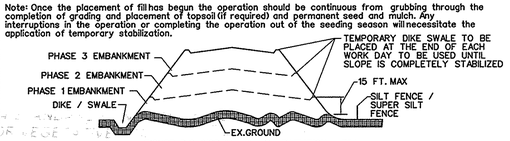

FIGURE B.2: INCREMENTAL STABILIZATION - FILL
4. Construction sequence example (Refer to Figure B.2 in "2011 Maryland Standards and Specifications for Soil Erosion and Sediment Control"):